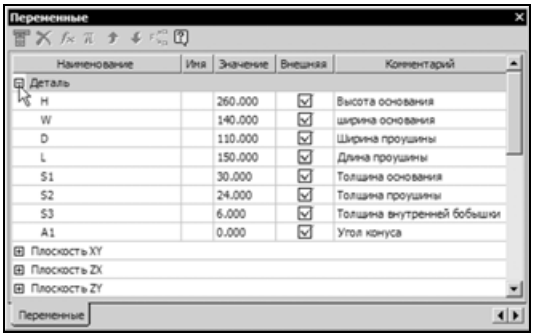

Рис. 5.159
- Откройте уровень **Деталь**. Таблица уровня содержит имена всех внешних переменных модели, их текущие значения и комментарии (рис. 5.159).